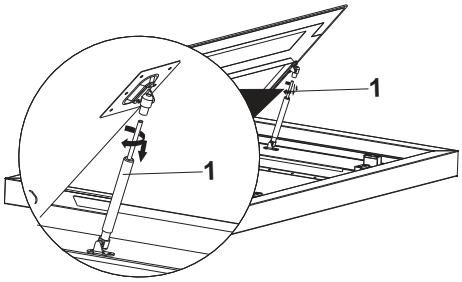

Abb. 10
2. Den Gasdruckdämpfer in Pfeilrichtung drehen und öffnen Abb. 10).